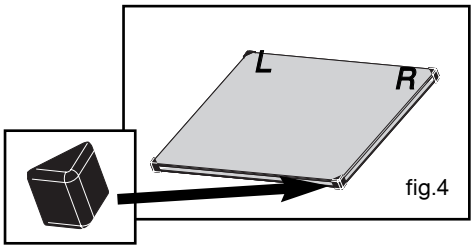

fig.4
- Si nécessaire, retirez l'ensemble des glaces intérieures de la porte. Cet ensemble est composé de deux glaces avec à chaque coin une butée caoutchouc noire (fig.4).